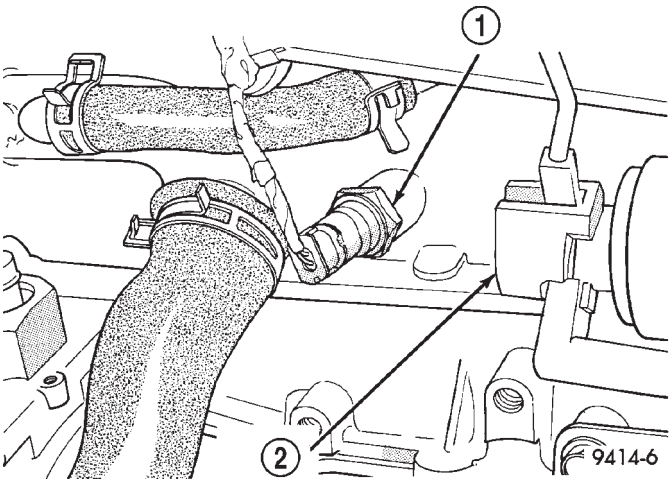

Abb. 30 Klopfsensor
(8) Steckverbinder des Klopfsensors abziehen (Abb. 30).